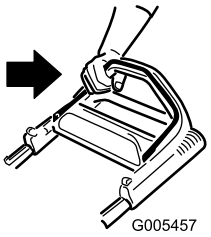

Figur 12
1. Håll knivstyrstången mot handtaget (Figur 12).